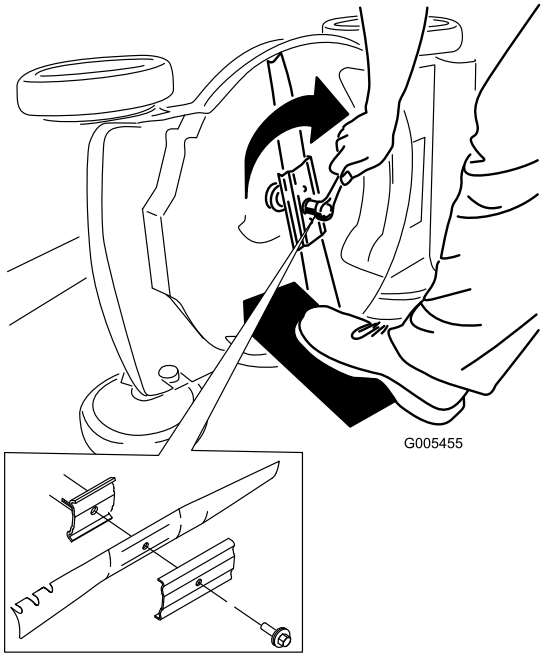

Figura 27
5. Instale la cuchilla nueva y todos los herrajes de montaje (Figura 27).